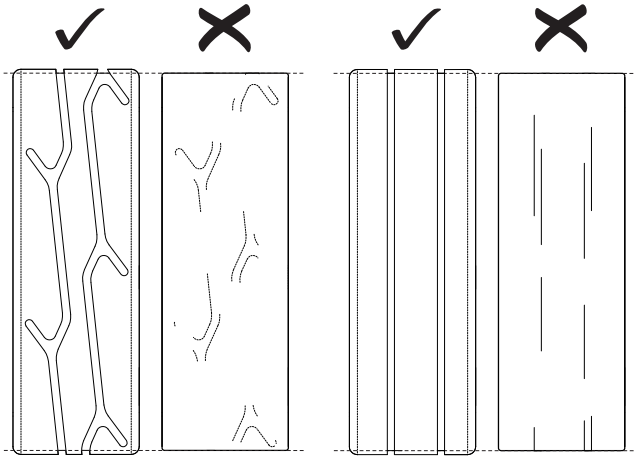

Figure 01
- The tire tread should be visible and not worn down completely.Refer to Figure 01.